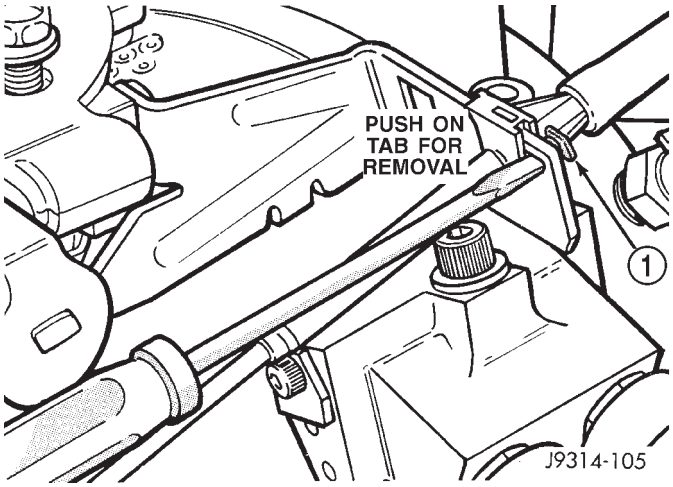

Fig. 38 Cable Release
(8) Squeeze 2 pinch tabs on sides of throttle cable at mounting bracket (Fig. 38) and push cable rearward out of bracket.